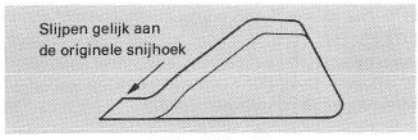

Afbeelding 24
2. Slijp de snijvlakken aan beide kanten van het mes in gelijke mate (Afb. 24).